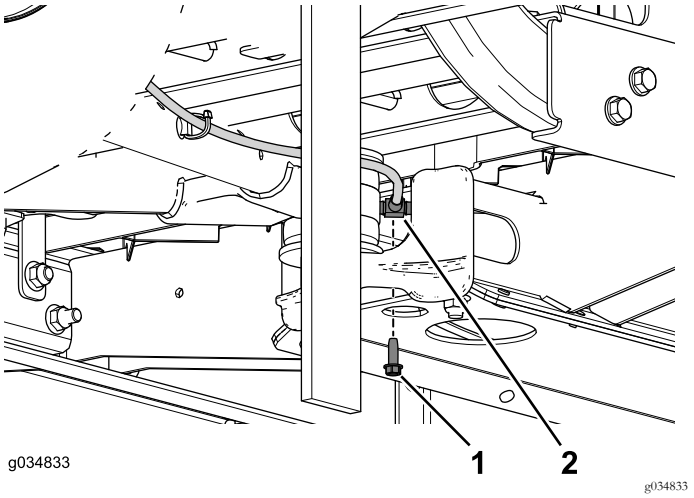

Figura 18
5. Retire el tornillo autorroscante que sujeta el acoplamiento en T al perfil central (Figura 18).